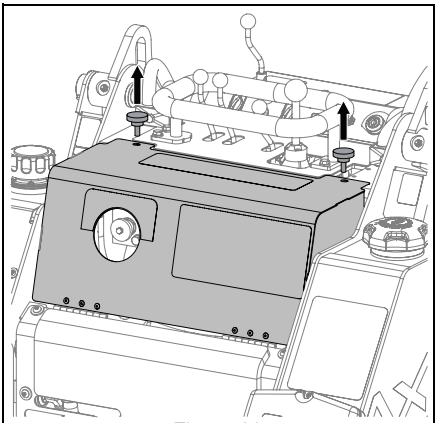
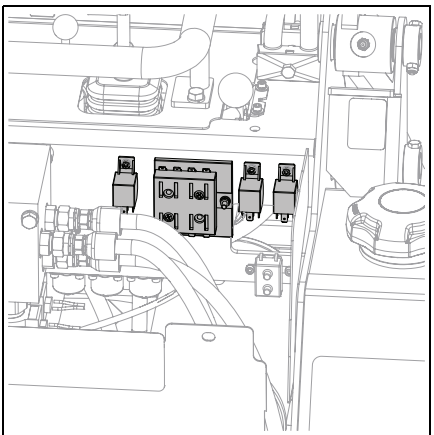

Figure 83
Figure 84
1. To open access panel, remove knobs from service access cover. Open service access cover to access electrical service items. See Figure 83 and See Figure 84.